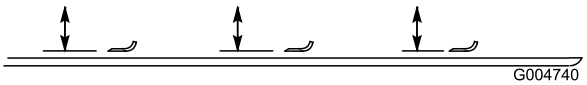

Figur 81
2. Rotera kniven tills ändarna är riktade framåt och bakåt (Figur 81). Mät avståndet från klippenhetens insida till knivseggens spets. Notera måttet.